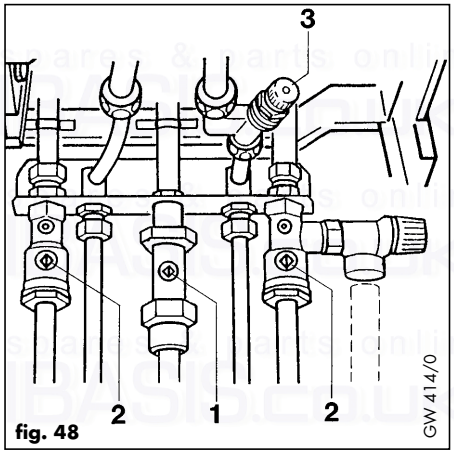

fig. 48
6.2.1 Turn off the boiler (fig. 48)
- Turn off the gas service valve (1)
- Turn off boiler CH service valves (2)
- Turn off DHW cold water service valve (3).
Close the boiler CH service valves (2, fig. 48). Release the pressure from the boiler as described in Section 7.1.2.